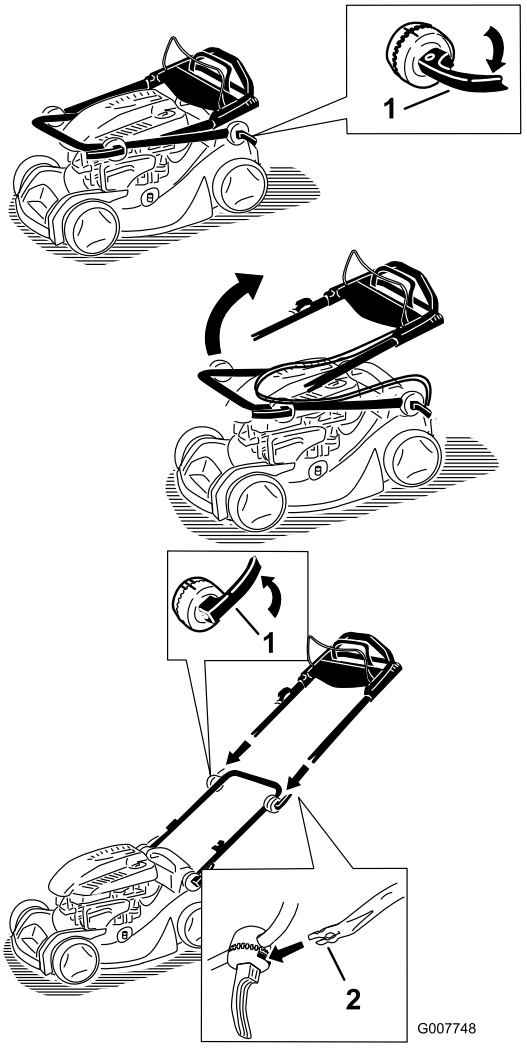

Figure 3
1. Ouvrez les verrous du guidon, placez les sections du guidon à la position d'utilisation, fixez la partie supérieure du guidon à la partie inférieure, et fermez les verrous (Figure 3).